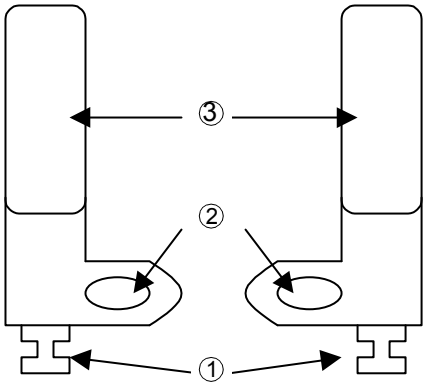

Figure 5-3 Test Head Board Handle
To detach or attach a board from the test head, use the jig provided (shown in Figure 5-3).
(6) Extract the PE using the jig provided shown in Figure 5-3 (Note 3)